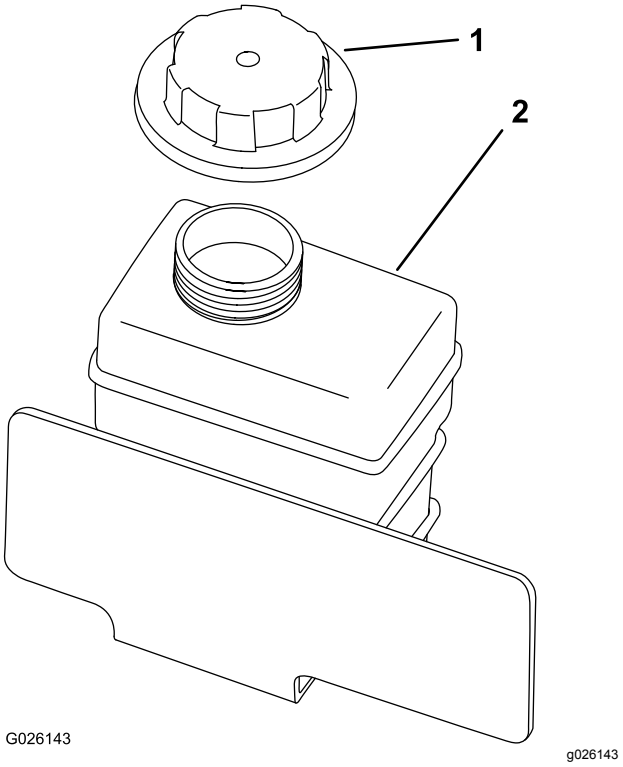

Rysunek 53
8. Powoli napełniaj zbiornik zapasowy płynu chłodzącego, aż jego poziom sięgnie dolnej krawędzi szyjki wlewu (Rysunek 53).
9. Załóż korek zbiornika rezerwowego (Rysunek 53).